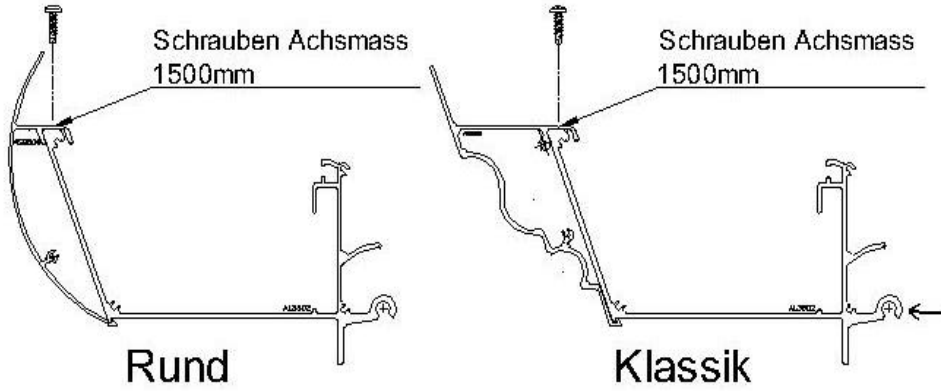

**Abb. 8**
1.16 Drücken Sie die gewünschte Rinnenblende über die Rinne und klicken sie diese fest ein. Abb.:8 .